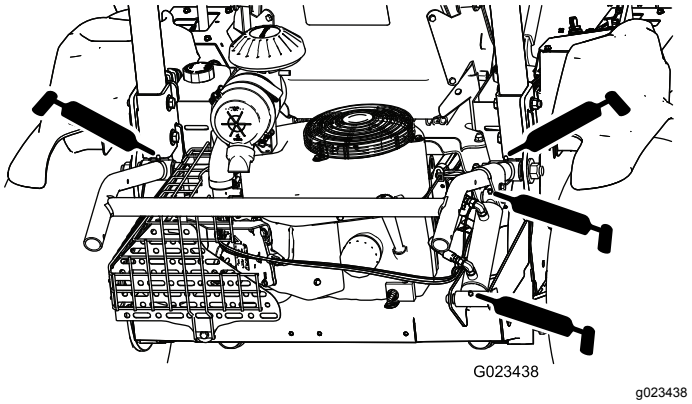

**Рисунок 36**
- Устройство подъема навесного орудия (4 шт.)—Рисунок 36